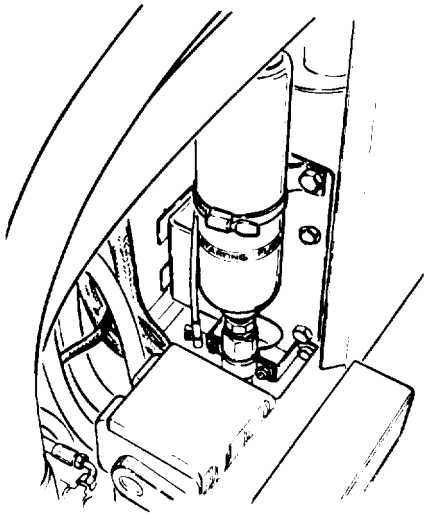

Figure 4-57. *Cold Start Cylinder*
a. Remove cylinder from tool box and remove cap from top of cylinder (Figure 4-57).